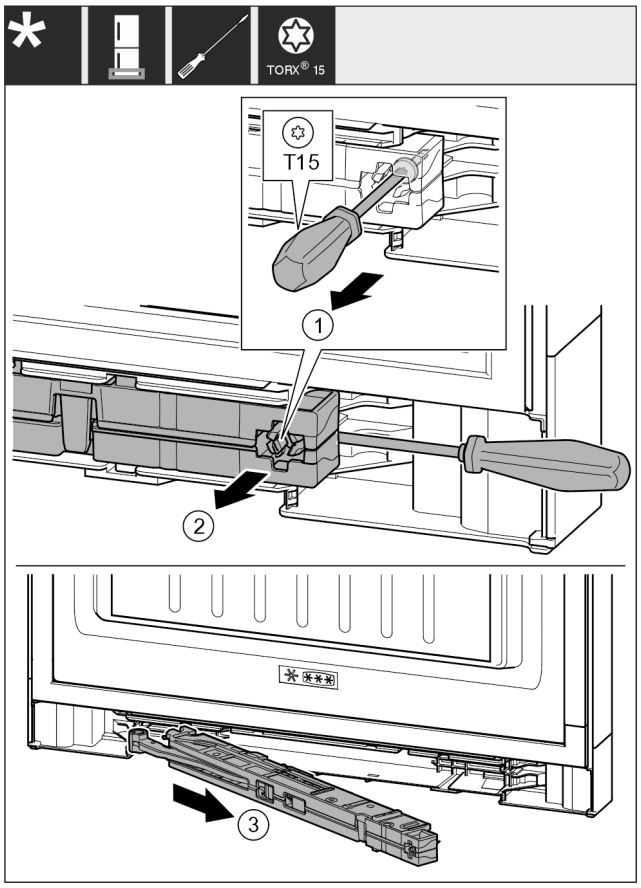

Fig. 21
- ▶ Šroub *Fig. 21 (1)* na jednotce tlumiče zavírání povolte šroubovákem 14 mm.
- ▶ Vypačte jednotku tlumiče zavírání *Fig. 21 (2)* na straně madla šroubovákem dopředu.
- ▶ Vytáhněte jednotku tlumiče zavírání *Fig. 21 (3)*.